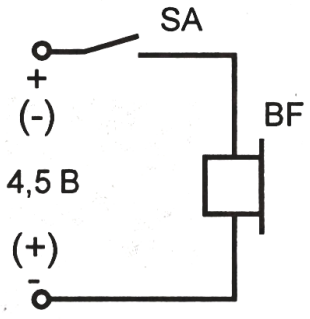

Рис. 16-2-2
1. Соберите электрическую цепь по рис. 16-2-2. Пропустите ток по катушке телефона в разных направлениях и следите за появлением характерных звуков - «щелчков».